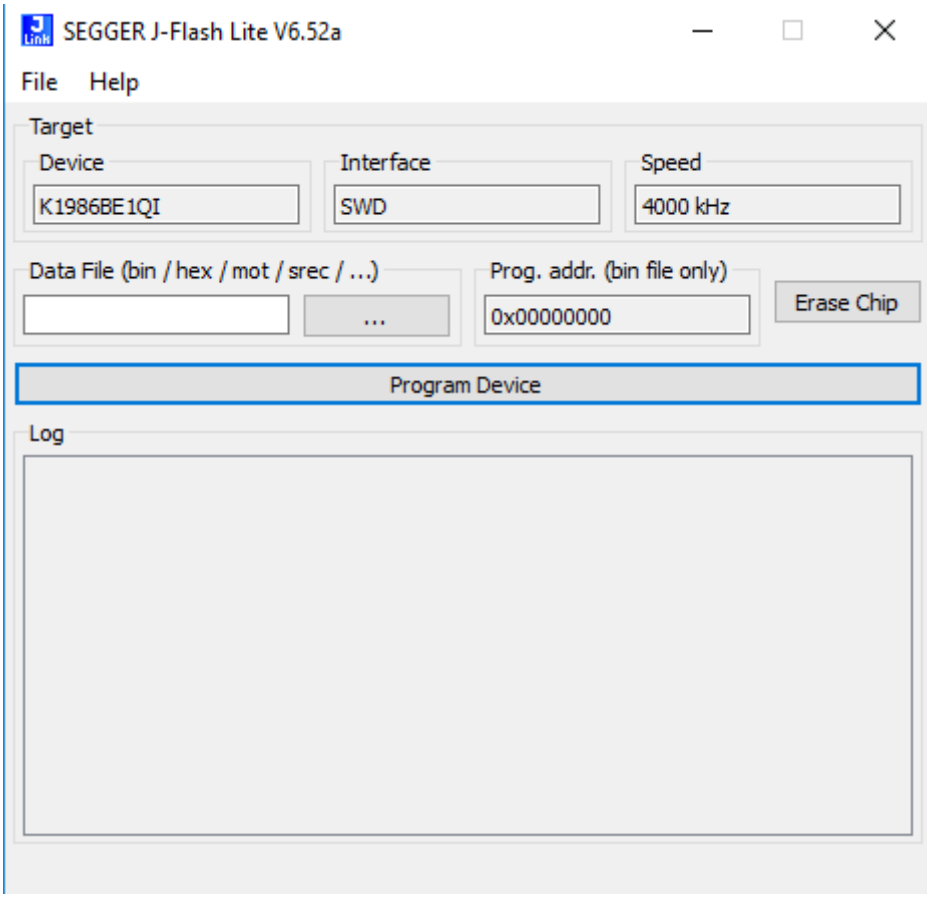

Рисунок 2 - Окно утилиты SEGGER J-Flash Lite V6.52a
2. Откроется окно (рисунок 2). В нем в поле "Device" уже выбран микроконтроллер, который программировался/стирался при последнем выборе утилиты.